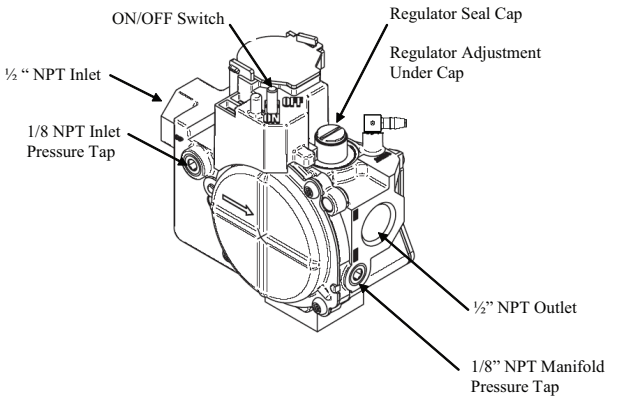

Fig. 57 - Redundant Automatic Gas Control Valve
b. Remove seal cap that conceals adjustment screw for gas valve regulator. (See Fig. 57.)